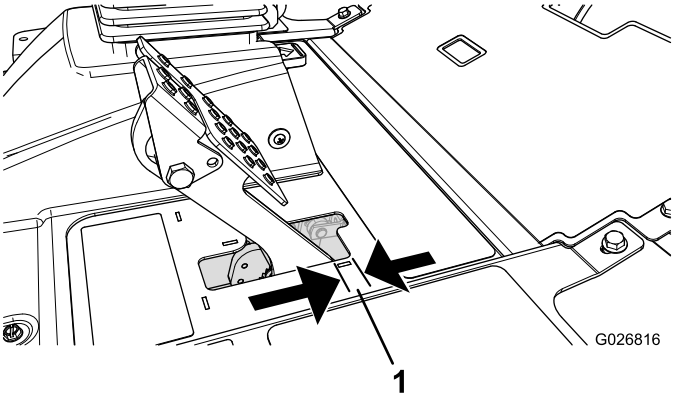

Figur 64
Justera bromsarna om bromspedalen har mer än 2,5 cm fritt spel (Figur 64) eller om större fasthållningskraft krävs. Det fria spelet är det avstånd bromspedalen förflyttar sig innan bromsmotståndet känns av.
2. Dra åt den bakre muttern så att vajern förs bakåt tills bromspedalerna har ett spel på 6–13 mm(Figur 64) innan hjulen låses.